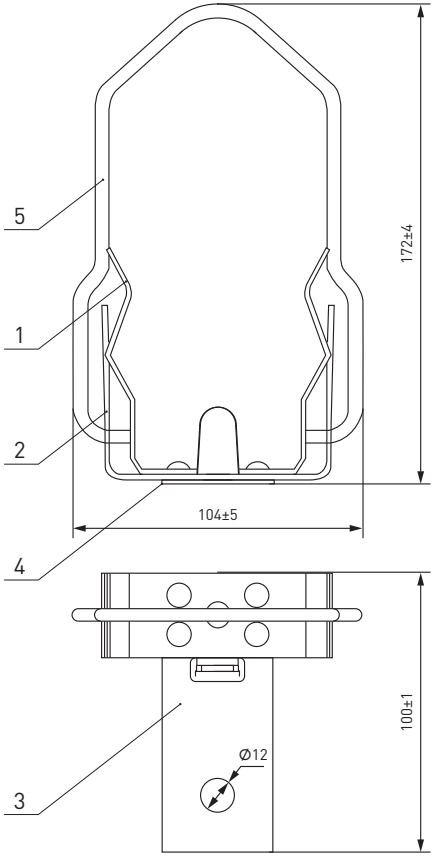

Рис. 2 – Контакт К-03
2.3.4 Контакт серии К-03 (рис. 2) снабжен дополнительно замком в виде откидывающейся пружинной скобы 5, препятствующей выпадению патрона при действии электродинамических сил или единичных сотрясениях.